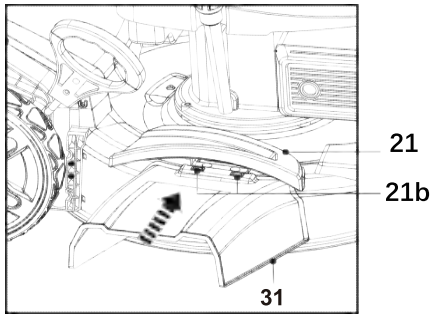

Fig. 19
Align and hang the slots (31a) of the side discharge attachment (31) onto the hooks (21b) (Fig. 19). The side discharge attachment is ready for use.